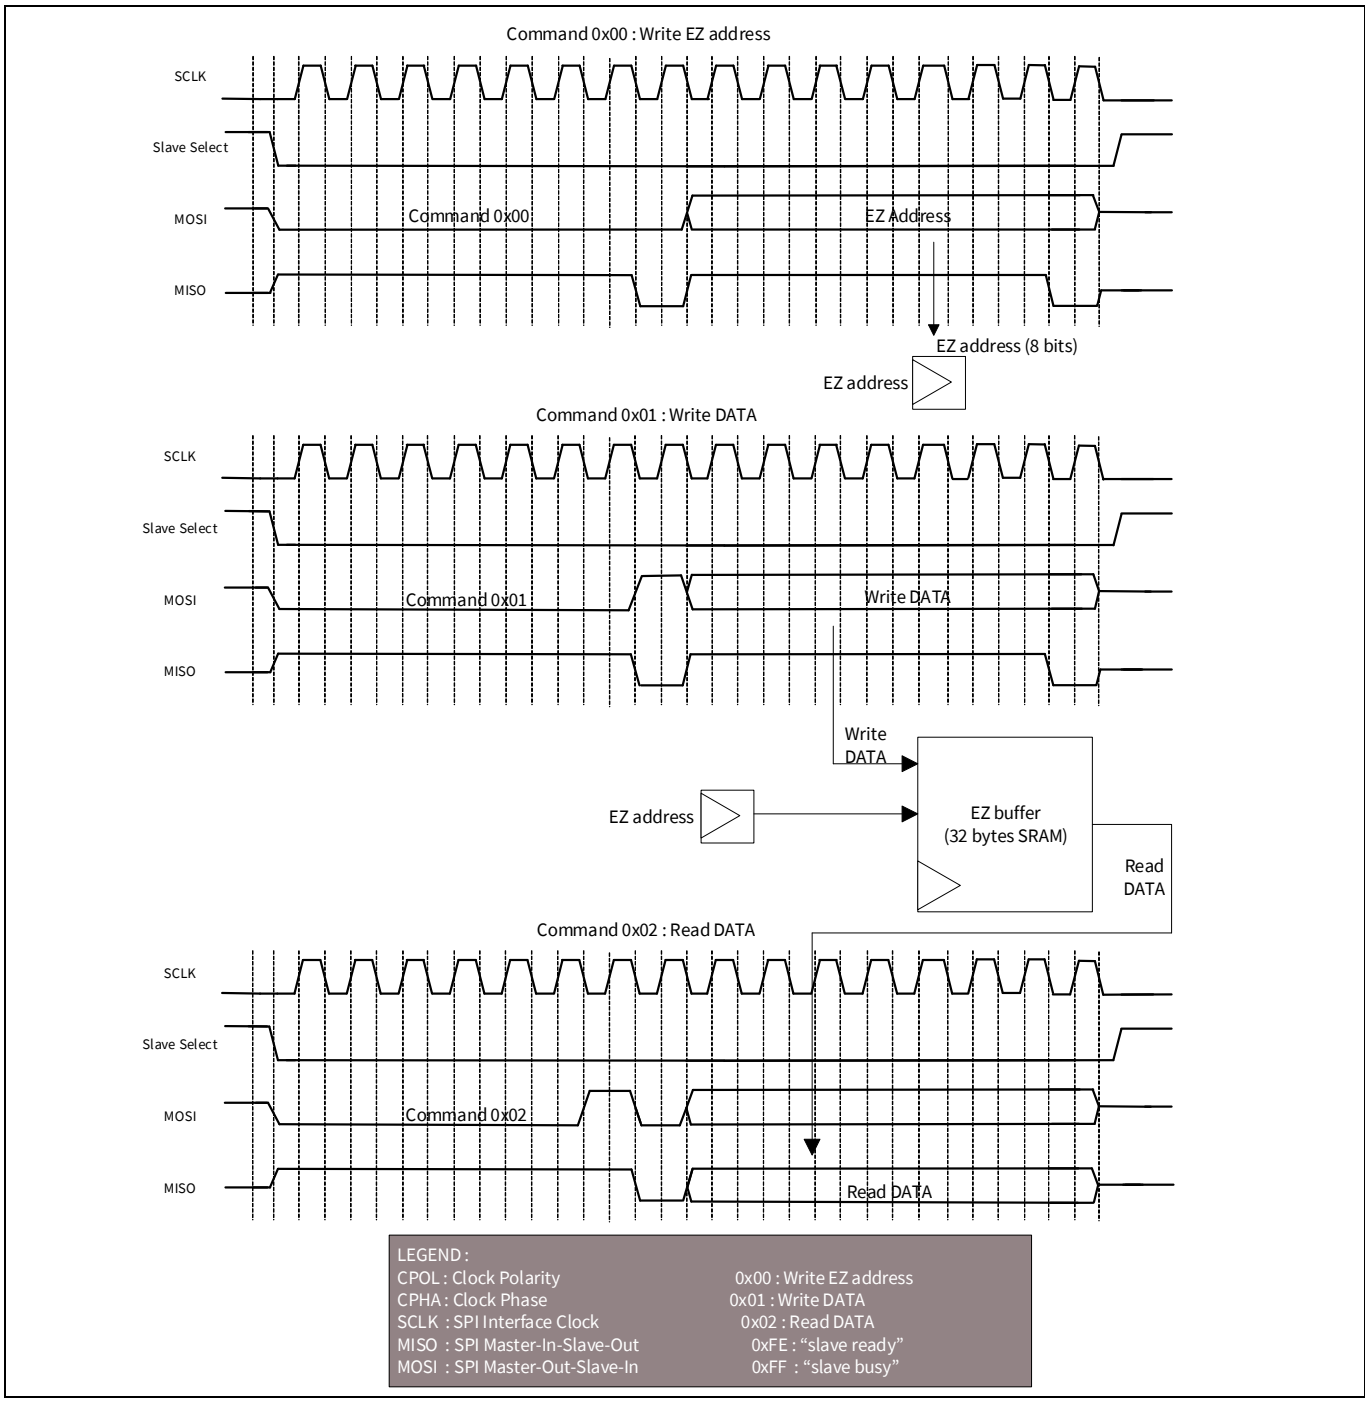

**Figure 18-7. EZSPI example**
**Figure 18-7** illustrates the write of EZ address, write to a memory array and read from a memory array operations in the EZSPI protocol.